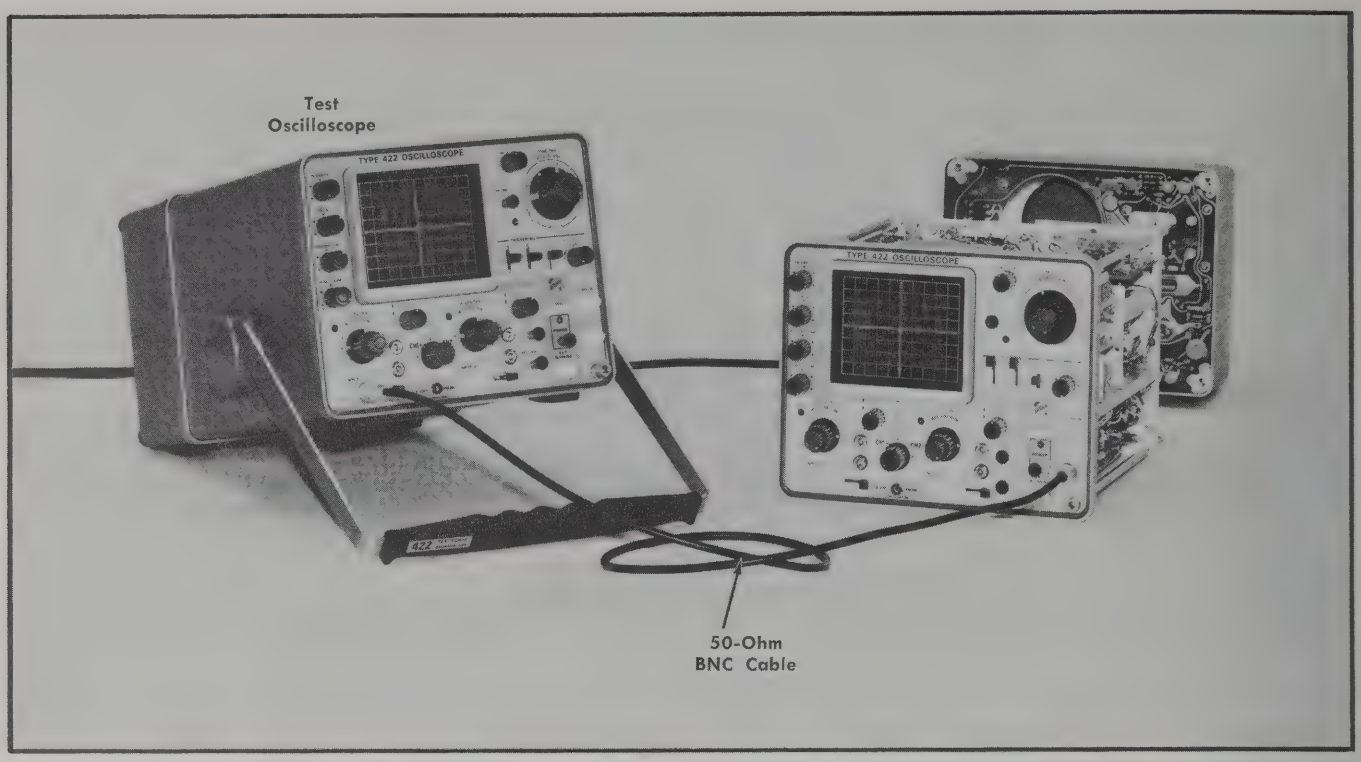

Fig. 6-57. Test equipment setup for step 52.
a. Test equipment setup is shown in Fig. 6-57.